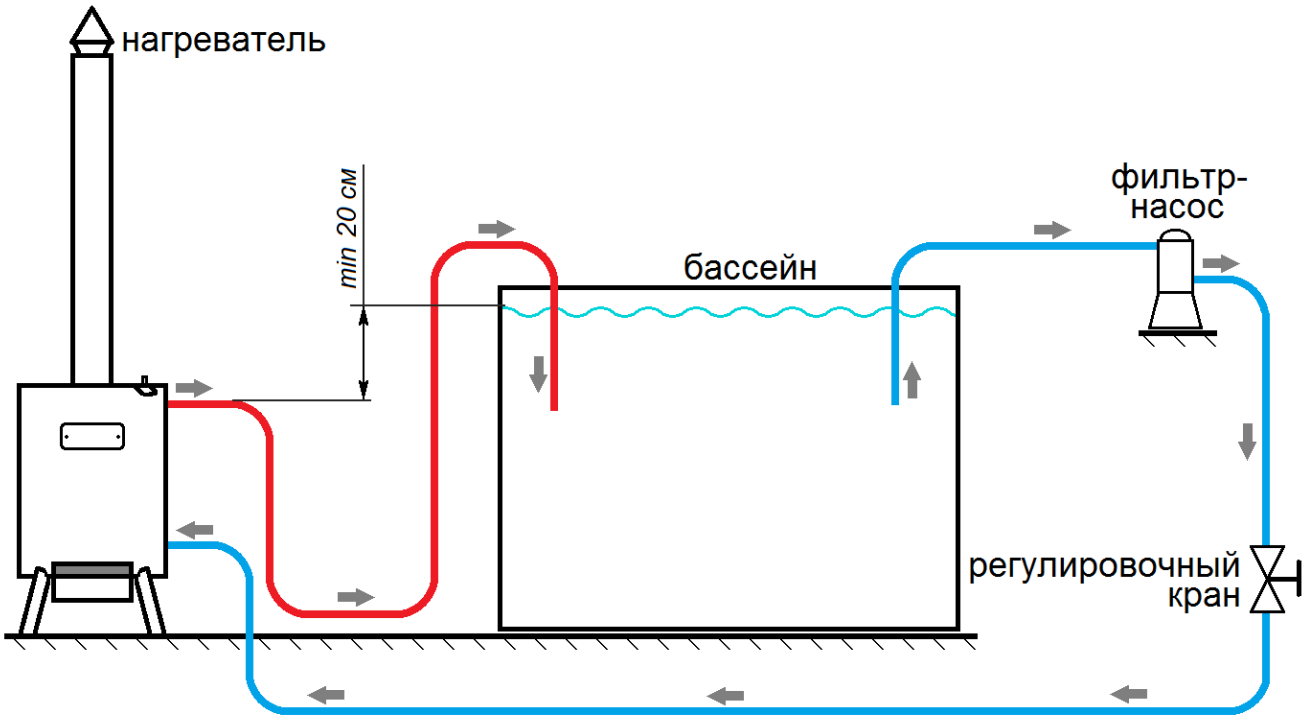

Рисунок 6. Схема подключения нагревателя в контур фильтровального насоса.
4.3. Нагреватель может работать в контуре с фильтровальным насосом производительностью не менее 2 м^3/час (см. рис.6).